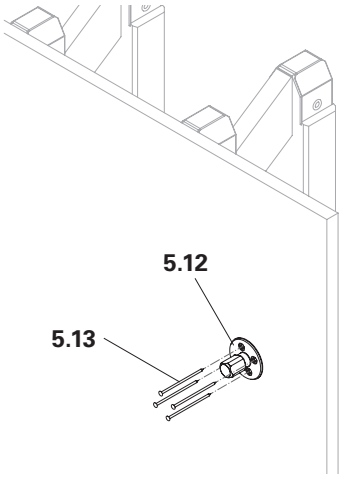

Abb. A2.14
1. Vorlaufscheibe M24 (**5.12**) an markierter Stelle mit 4x Drahtnagel 3 x 80 (**5.13**) befestigen (Abb. A2.14).